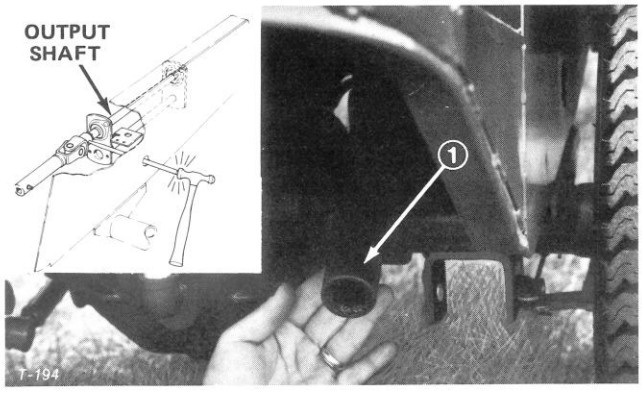

Figure 25
2. Remove five wheel nuts and slide left wheel off axle to expose access hole inside of chassis (Fig. 25).
3. Push PTO lever forward until pulley and brake disengage. Align hole in PTO shaft with hole in chassis (Fig. 25).
4. Through access hole in chassis, drive roll pin out of PTO shaft and output shaft with pin punch and ball peen hammer (Fig. 25).